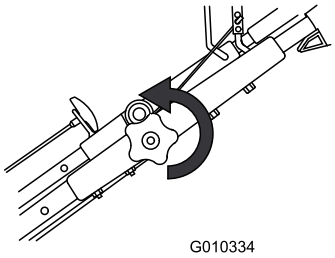

Figuur 16
1. De bovenste handgreepschroef losdraaien (Figuur 16).